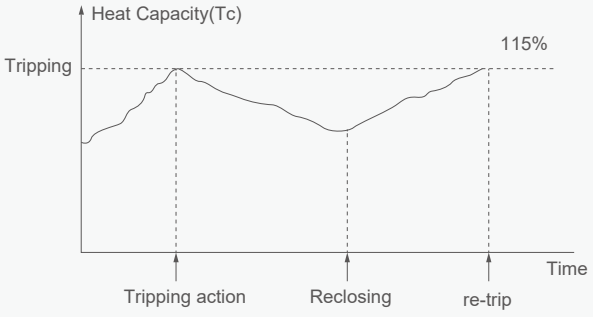

Figure 2(B) Heat capacity variation diagram with auxiliary power supply
The controller loses power. The Tc increases from zero Figure 2(A) Heat capacity variation diagram without auxiliary power supply
The heat capacity increases when the measured current value is greater than1.1Ir. When the circuit breaker returns from overload state to non-overload state after tripping due to overload long delay fault or inverse time short circuit fault,the heat capacity decreases exponentially. Users can set the heat capacity cooling time: instantaneous, 10 minutes, 20 minutes, 30 minutes, 45 minutes, 1hour, 2 hours. When the controller does not use the auxiliary power supply, the heat capacity is cleared to zero after the circuit breaker is broken, and the heat capacity accumulation is shown in Figure 2(A).
When the controller uses auxiliary power supply, the heat capacity decreases according to the heat dissipation law after the breaker is broken, and the heat capacity continues to change according to the current at this time on the basis of the original after re-closing. The change of heat capacity is shown in Figure 2(B).